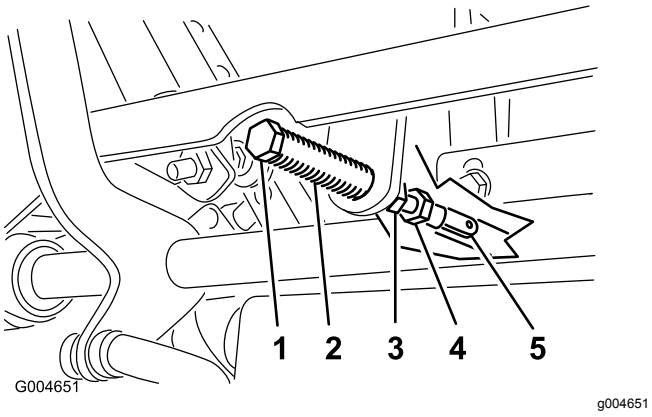

Rysunek 50
5. Pociągnij dźwignię do tyłu, aż sworzeń z łbem płaskim i otworem na zawleczkę (na ramieniu nad osią przegubu wału) zetknie się z końcem szczeliny (będzie lekko naciskać na sprężynę), jak pokazano na Rysunek 50.
7. Jeśli konieczna jest regulacja, odkręć nakrętkę i przeciwnakrętkę jarzma (Rysunek 50).
8. Lekko naciśnij dźwignię sterowania jazdą do tyłu, obracaj śrubę regulacyjną w odpowiednim kierunku, aż dźwignia sterująca będzie wyśrodkowana w położeniu NEUTRALNYM ZABLOKOWANYM (Rysunek 50).
9. Dokręć nakrętkę i przeciwnakrętkę (Rysunek 50).
10. Dokręć przeciwnakrętki na przegubach kulowych (Rysunek 50).